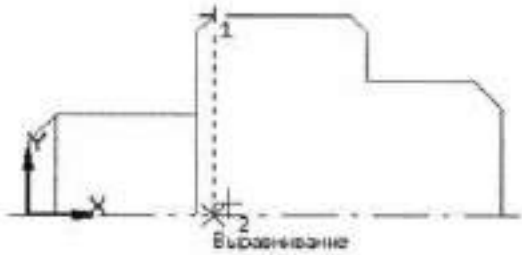

Рис. 18
5. Проведите вертикальные линии, рис. 18.